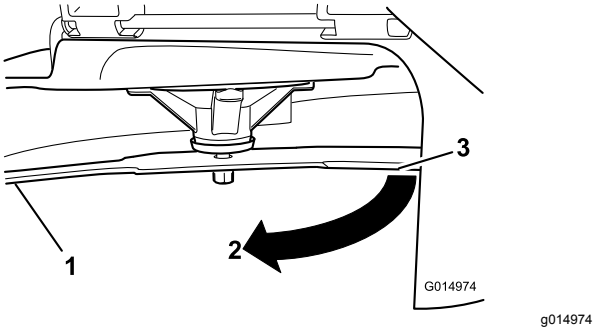

Figur 54
3. Målt avstand mellom blad og overflate (A)
4. Roter den samme kniven 180 grader så den motsatte kniveggen nå er i samme stilling (Figur 54).